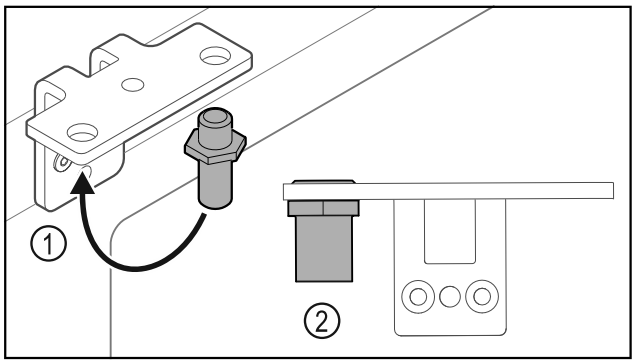

Fig. 31
▶ Mettre l'axe *Fig. 31 (1)* dans l'autre trou de l'équerre de charnière.
▶ Serrer l'axe *Fig. 31 (2)* au **couple de 12 Nm**.